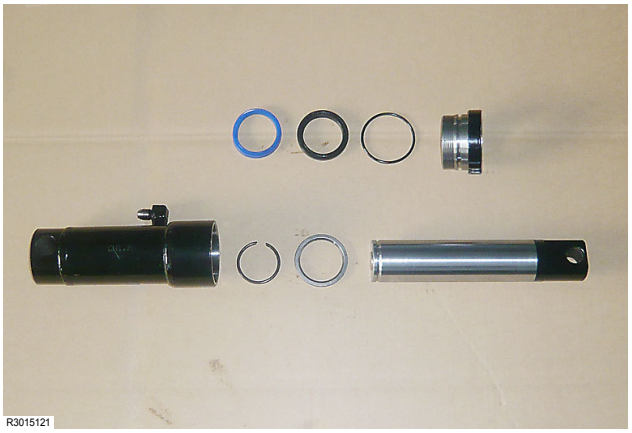

Fig. 13
* Photo **(Fig. 13)** shows the disassembled lift cylinder.